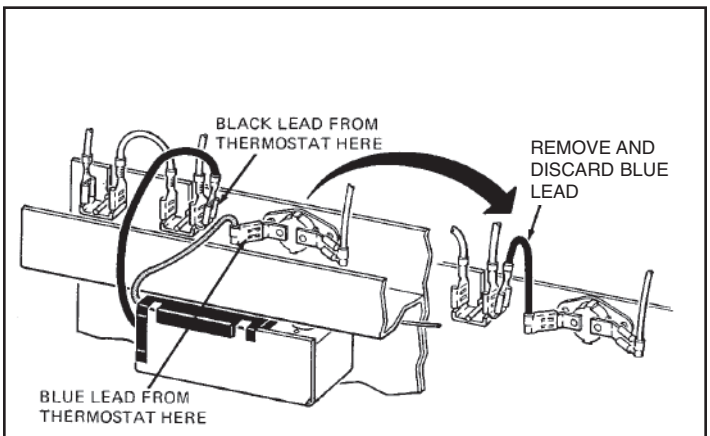

Figure 2
6. Using long nose pliers carefully remove and discard the blue jumper wire that is connected from element terminal (marked "2") to the Thermal Cutout (TCO)(See Fig. 2).
To prevent a possible electric fault or damage to terminals, support terminals so they are not bent when making connections (See Fig. 2). Make sure connections are tight.